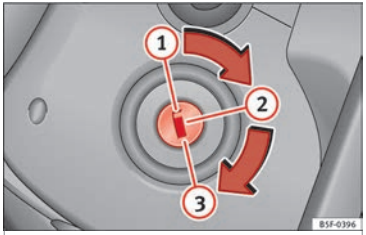

Fig. 165 Ignition key positions.
– Turn the ignition key to position (1) ››› Fig. 165.
– Remove the key from the ignition in position (1) ››› Fig. 165 ››› ⚠.